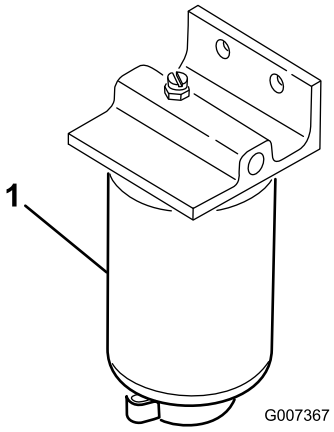

Figur 54
Töm ut vatten eller andra föroreningar från vattenseparatorn (Figur 54) dagligen. Byt ut filterskålen var 400:e körtimme.
2. Lossa avtappningspluggen i botten på filterskålen (Figur 54).